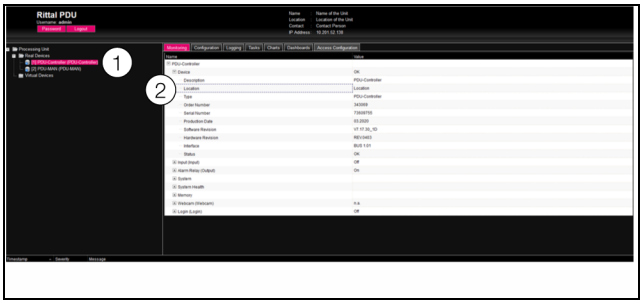

Abb. 55: Auswahl eines einzelnen Parameters
- Klappen Sie nacheinander die Einträge „PDU-Controller“ und „Device“ aus, indem Sie auf das „Plus“-Zeichen vor dem Eintrag klicken (Abb. 55, Pos. 1).
- Setzen Sie den Mauszeiger an das Ende der ersten Spalte in der Zeile „Location“ (Abb. 55, Pos. 2).